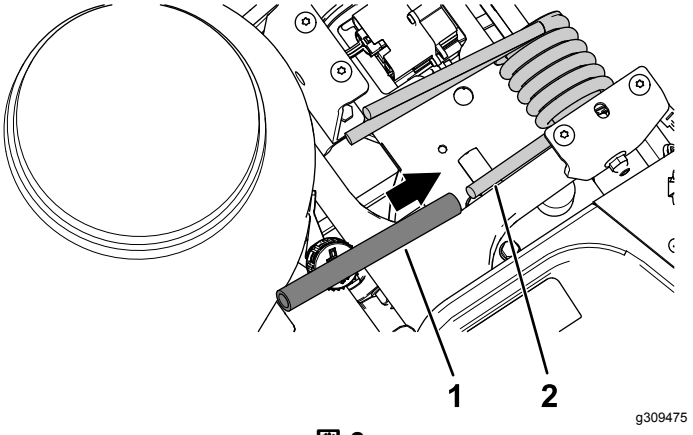

図 2
2. トーションスプリングの端にスプリング昇降チューブを取り付ける図 2。